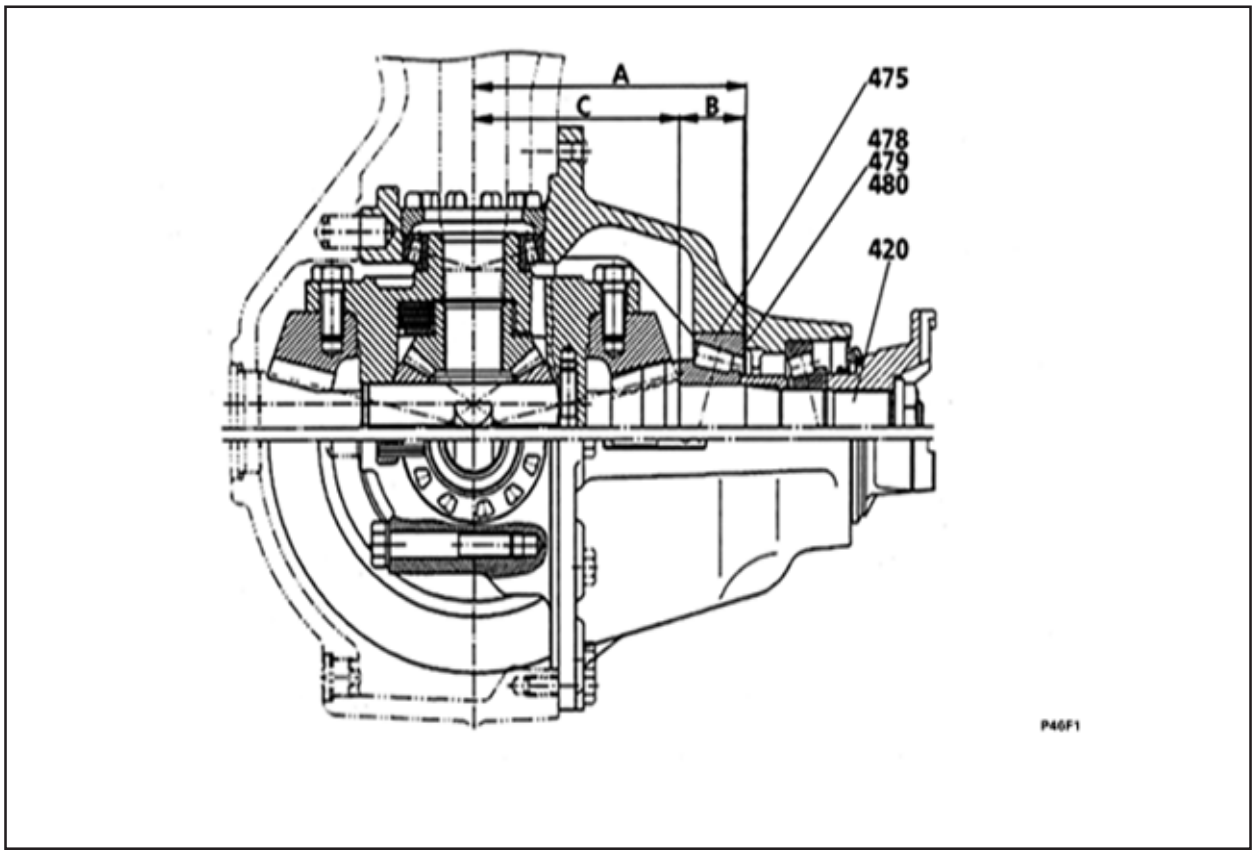

Fig. 21
Utilizar um calibre de profundidade para medir a distância entre as superfícies de junção de suporte dos rolamentos (centro do eixo) e o assento do rolamento de rolos cônicos (475). Consultar o tamanho A na fig. 21.
Medir a largura do rolamento de rolos cônicos (475). Consultar o tamanho B na fig. 21.